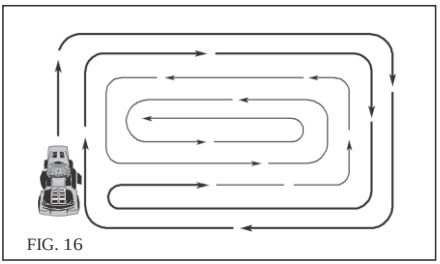

FIG. 16
- Ao cotar grandes áreas, comece virando para a direita de modo que os recortes serão descarregados longe de arbustos, cercas, caminhos, etc. Após uma ou duas voltas, corte na direção oposta virando para o lado esquerdo até terminar (Ver Fig. 16.